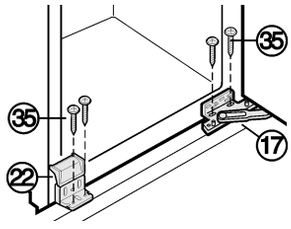

Fig. 33
▶ To fix appliance at bottom: Fasten the appliance with screws *Fig. 33 (17)* through the turn hinge *Fig. 33 (35)*.
▶ Fasten folding bracket *Fig. 33 (22)* to the unit base with screws *Fig. 33 (35)*.
▶ Fold down the cover of the folding bracket *Fig. 33 (22)*.